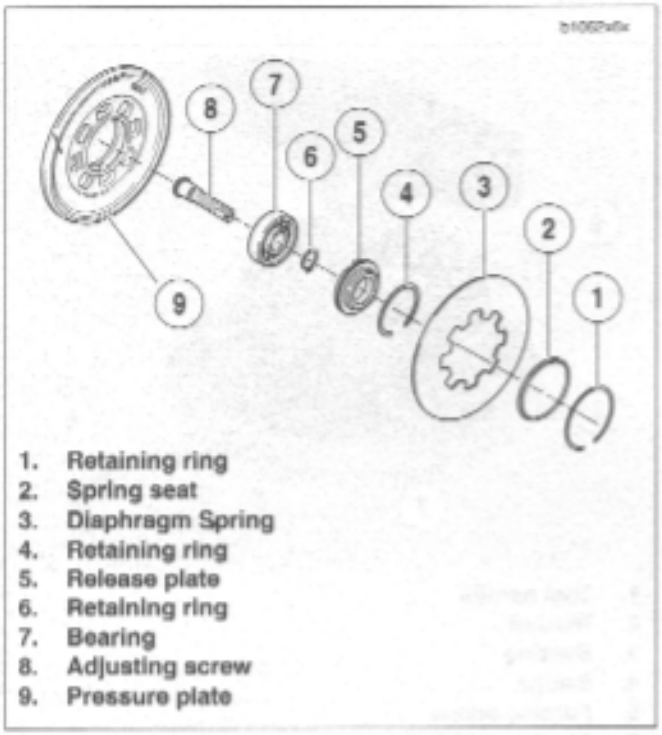

Figure 6-20. Adjusting Screw Assembly
10. See Figure 6-20. Remove and disassemble adjusting screw assembly.
c. If necessary, disassemble adjusting screw assembly. Remove and discard small retaining ring (6) and then separate the adjusting screw (8) from the bearing (7) and release plate (5). Remove bearing (7) from release plate (5).